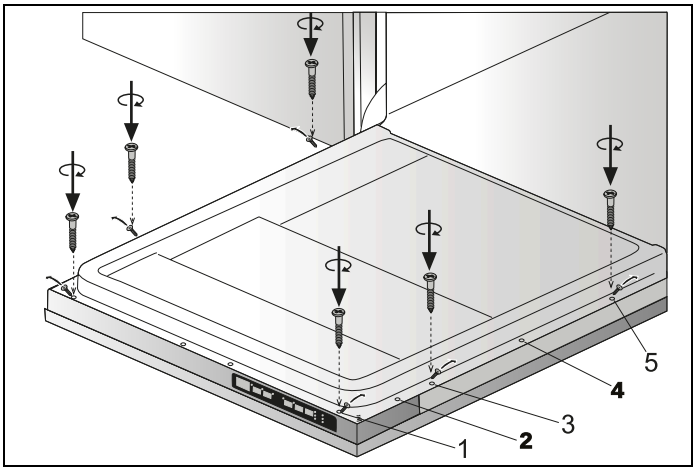

Fig. 28
6) Los tornillos situados en la puerta de madera se ajustan al lavavajillas en las descargas situadas en la lámina exterior de la puerta y se montan como se muestra en Fig. 28 .
8) Como se muestra en Fig. 28 , se instalan los tornillos Ø 5/32″ x 53/32″ (Ø4 mm x 42,5 mm) en las posiciones I, III y V.